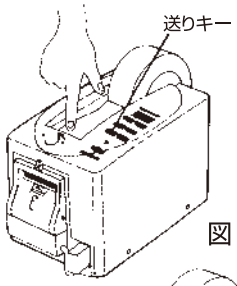

図2
4.貼りつけたテープの上を指で軽く押さえながら送りキー↓を少しずつ、数回に分けて押しテープを送ります。（図2）